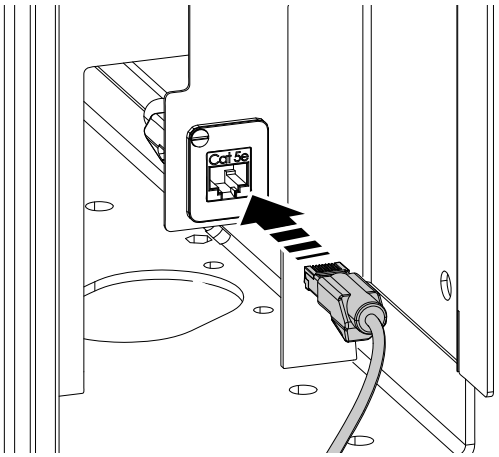

Fig. 1 Cable Ethernet en el conector
4. Inserte el cable Ethernet en el conector instalado en fábrica, consulte Fig. 1 *Cable Ethernet en el conector*.